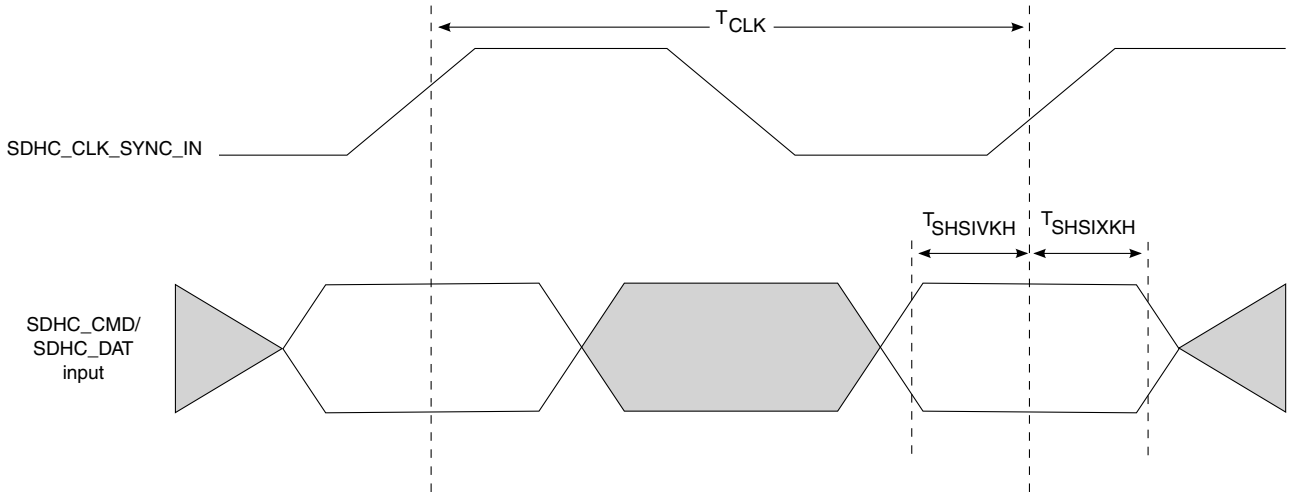
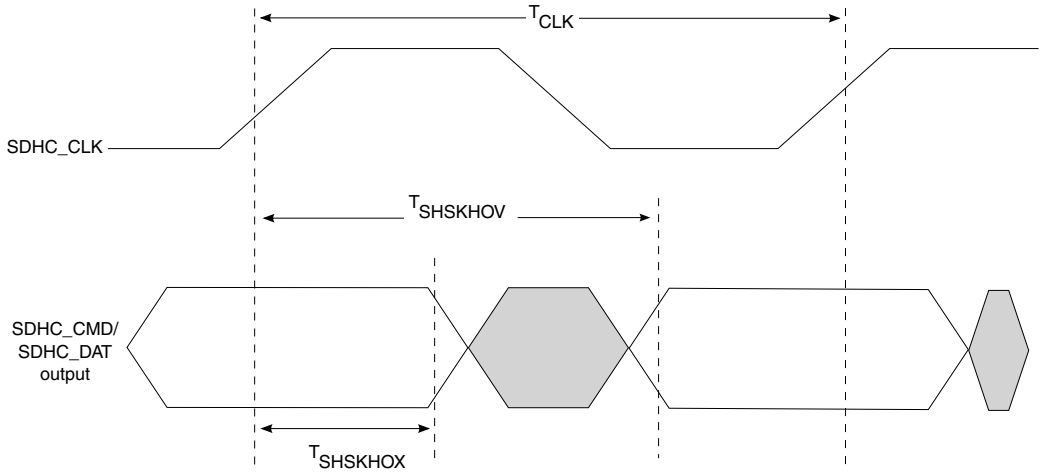

Figure 17. eSDHC SDR50 mode input AC timing diagram
Figure 18. eSDHC SDR50 mode output timing diagram
1. C_{CARD} ≤ 10 pF, (1 card), and CL = C_{BUS} + C_{HOST} + C_{CARD} ≤ 30 pF. 2. The symbols used for timing specifications herein follow the pattern of $t_{\text{(first two letters of functional block)(signal)(state) (reference)(state)}}$ for inputs and $t_{\text{(first two letters of functional block)(reference)(state)(signal)(state)}}$ for outputs. For example, t_{SHKHOX} symbolizes eSDHC highspeed mode device timing (SH) clock reference (K) going to the high (H) state, with respect to the output (O) reaching the invalid state (X) or output hold time. Note that in general, the clock reference symbol is based on five letters representing the clock of a particular functional. For rise and fall times, the latter convention is used with the appropriate letter: R (R for rise) or F (F for fall). 3. See Figure 17. on page 88. 4. See Figure 18. on page 89. 5. The AC timing specifications are based on the recommended operating conditions with EVDD /OVDD =1.8V, see Recommended Operating Conditions